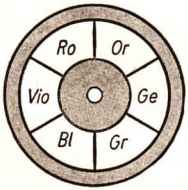

Abb. 192/1. Farbkreisel
2. Ein *Farbkreisel* wird in schnelle Rotation versetzt (Abb. 192/1). Die gleiche Stelle der Netzhaut unseres Auges wird in sehr kurzen Zeitabständen von den verschiedenfarbigen Lichtstrahlen getroffen. Im Auge erfolgt eine additive Mischung.